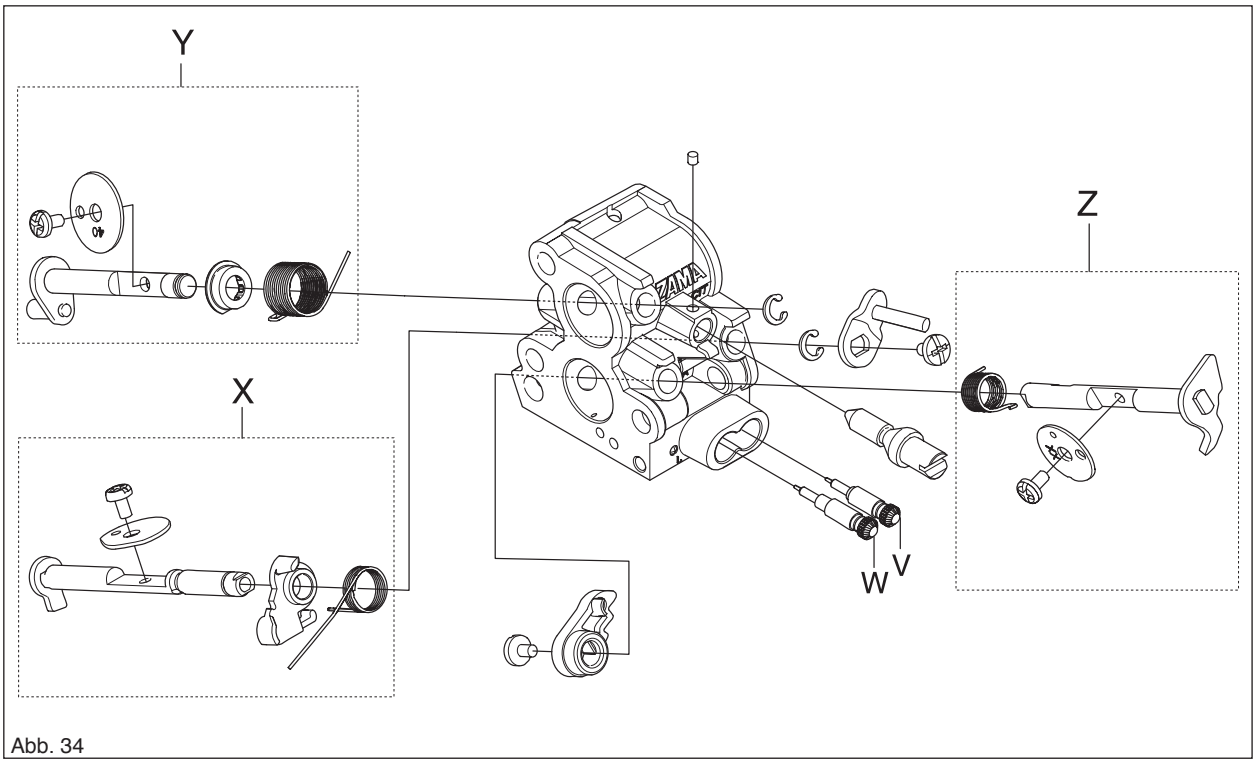

Abb. 34
6. Pumpendeckel (G) über dem Dosierkammerdeckel (R) ausbauen und vorsichtig die Steuermembran (H) mit Dichtung (J) entfernen.
7. Schraube (K) lösen und Nadelventil (L) mit Hebel (M), Welle (N) und Feder (P) entfernen.
8. Schraube (Q) über der Pumpe lösen und vorsichtig Dichtung (S) und Membran (T) entfernen.
9. Kraftstoffsieb (U) mit einer Nadel o. ä. vorsichtig hochziehen.
10. Schrauben der H-Düse (V) und L-Düse (W) lösen (siehe Abbildung 34).
11. Gegebenenfalls Drosselventil (X), Chokeventil (Z) und Luftklappe (Y) ausbauen und die Wellen mit Hebeln und Federn entfernen (siehe Abbildung 34).
5. Die Spitzen der Schrauben für hohe (V) und niedrige Drehzahl (W) müssen unversehrt sein. (Siehe Abb. 34.)